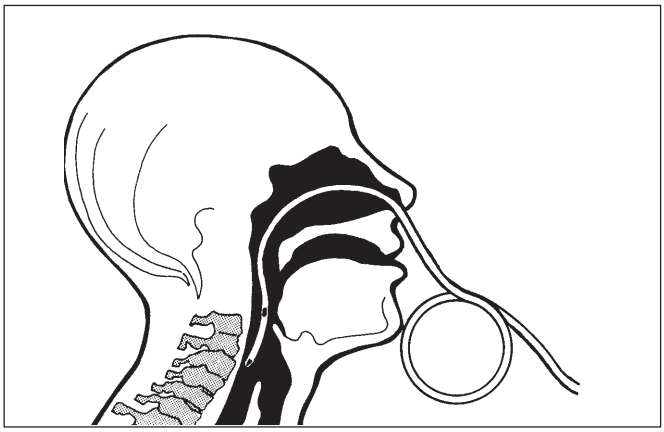

Bild 10.3-7. Drehen des Katheters
- Drehen Sie den Katheter axial um 180 °, so daß die Krümmung mit der konkaven Seite nach hinten (dorsal) zeigt (Bild 10.3-7). Die Schleife erleichtert die Kontrolle der Drehung.